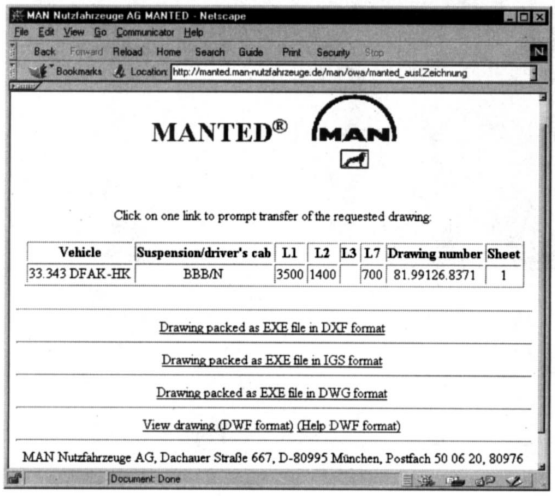

图28-9 选择图形类型
6) 在Lood Drawing列中选择绿点，出现图28-9所示网页。